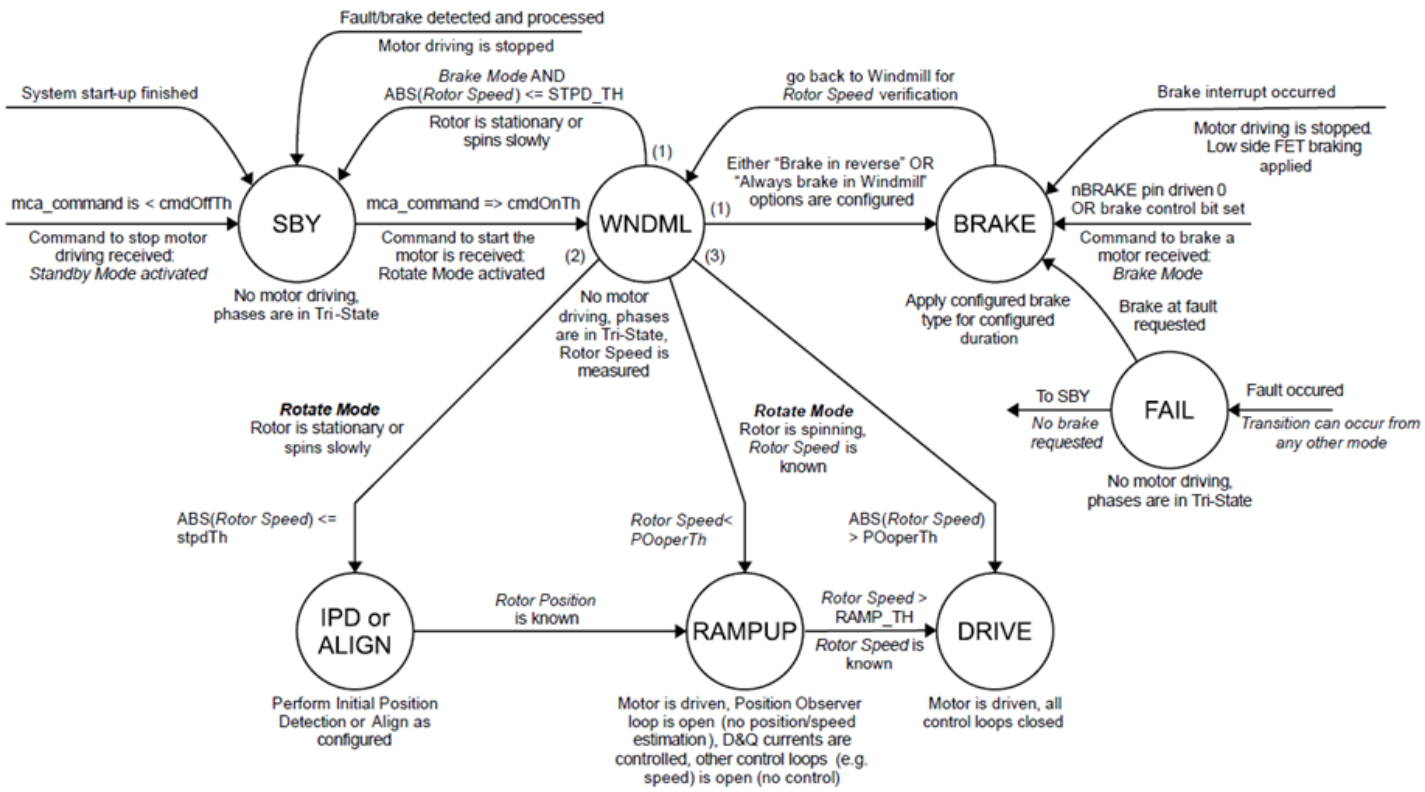

**Figure 11: MCA FSM States**
The distinct states of the MCA FSM are shown in Figure 11:
- After the internal initialization is complete and once a command to run the motor is received, the A89333 transitions to the windmill check state (WNDML) to determine the initial status of motor movement and then start to drive the motor as shown in Figure 11.